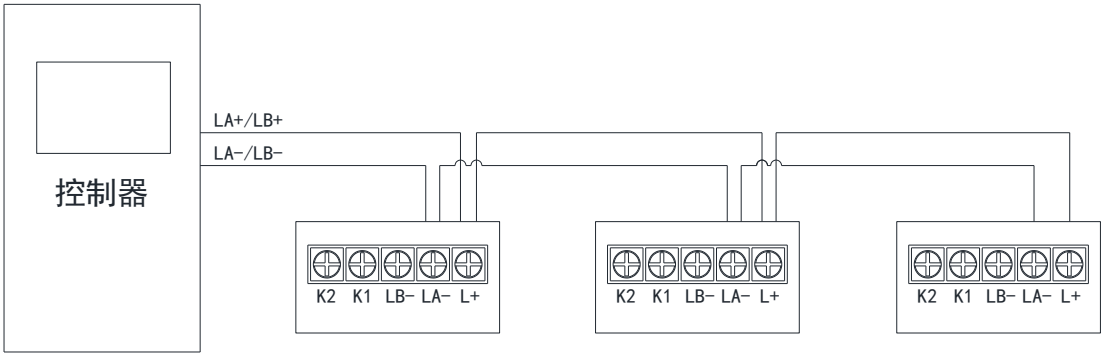
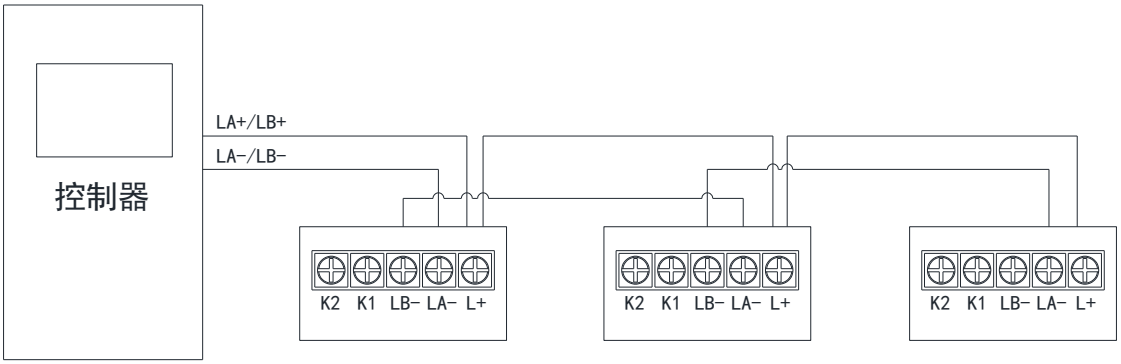
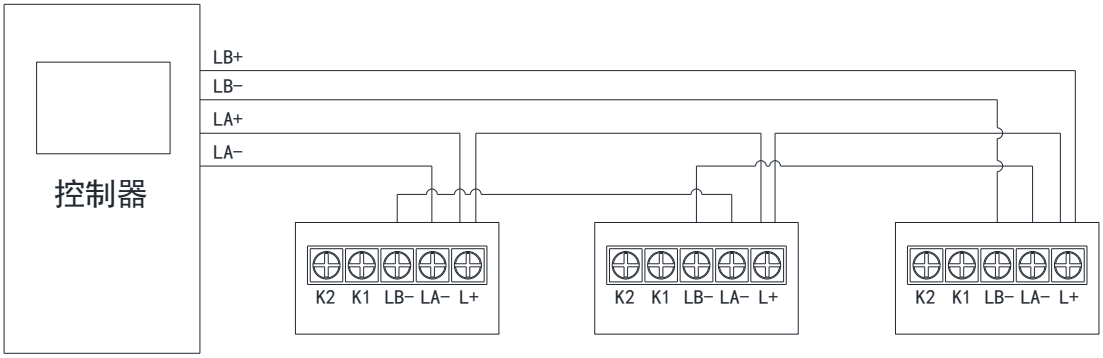

图 2 手拉手接线方式
图 3 支路接线方式
图 4 环路接线方式
- 接线方式分为 3 种，分别是手拉手接线方式，如图 2 所示；支路接法，如图 3 所示，环路接法，如图 4 所示。